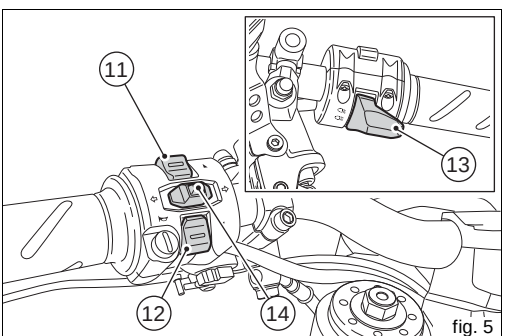

fig. 5
11) CONTROL SWITCH (fig. 5)
12) CONTROL SWITCH (fig. 5)
13) HIGH-BEAM FLASH BUTTON FLASH (fig. 5)
14) TURN INDICATORS OFF BUTTON (fig. 5)